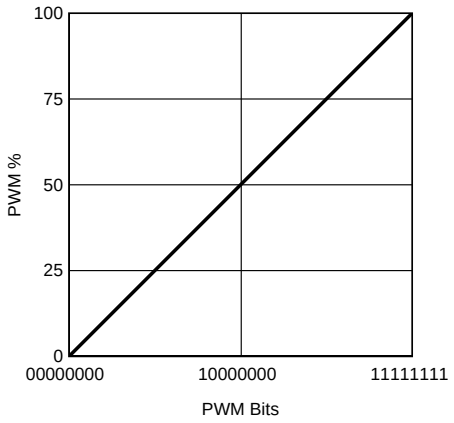

Figure 23. Direct PWM Control Bits vs PWM Duty Cycle
- These bits set the D1 output PWM as shown in Figure 23. Note: if the temperature compensation is active, the maximum PWM duty cycle is 50% at 25°C. This is required to allow enough headroom for temperature compensation over the temperature range −40°C to +90°C.